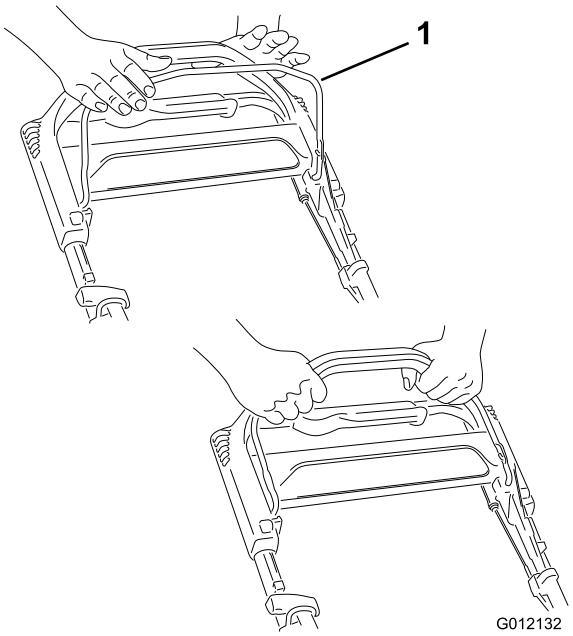

Figuur 12
1. Houd de bedieningsstang van het maaimes (Figuur 12) tegen de handgreep.